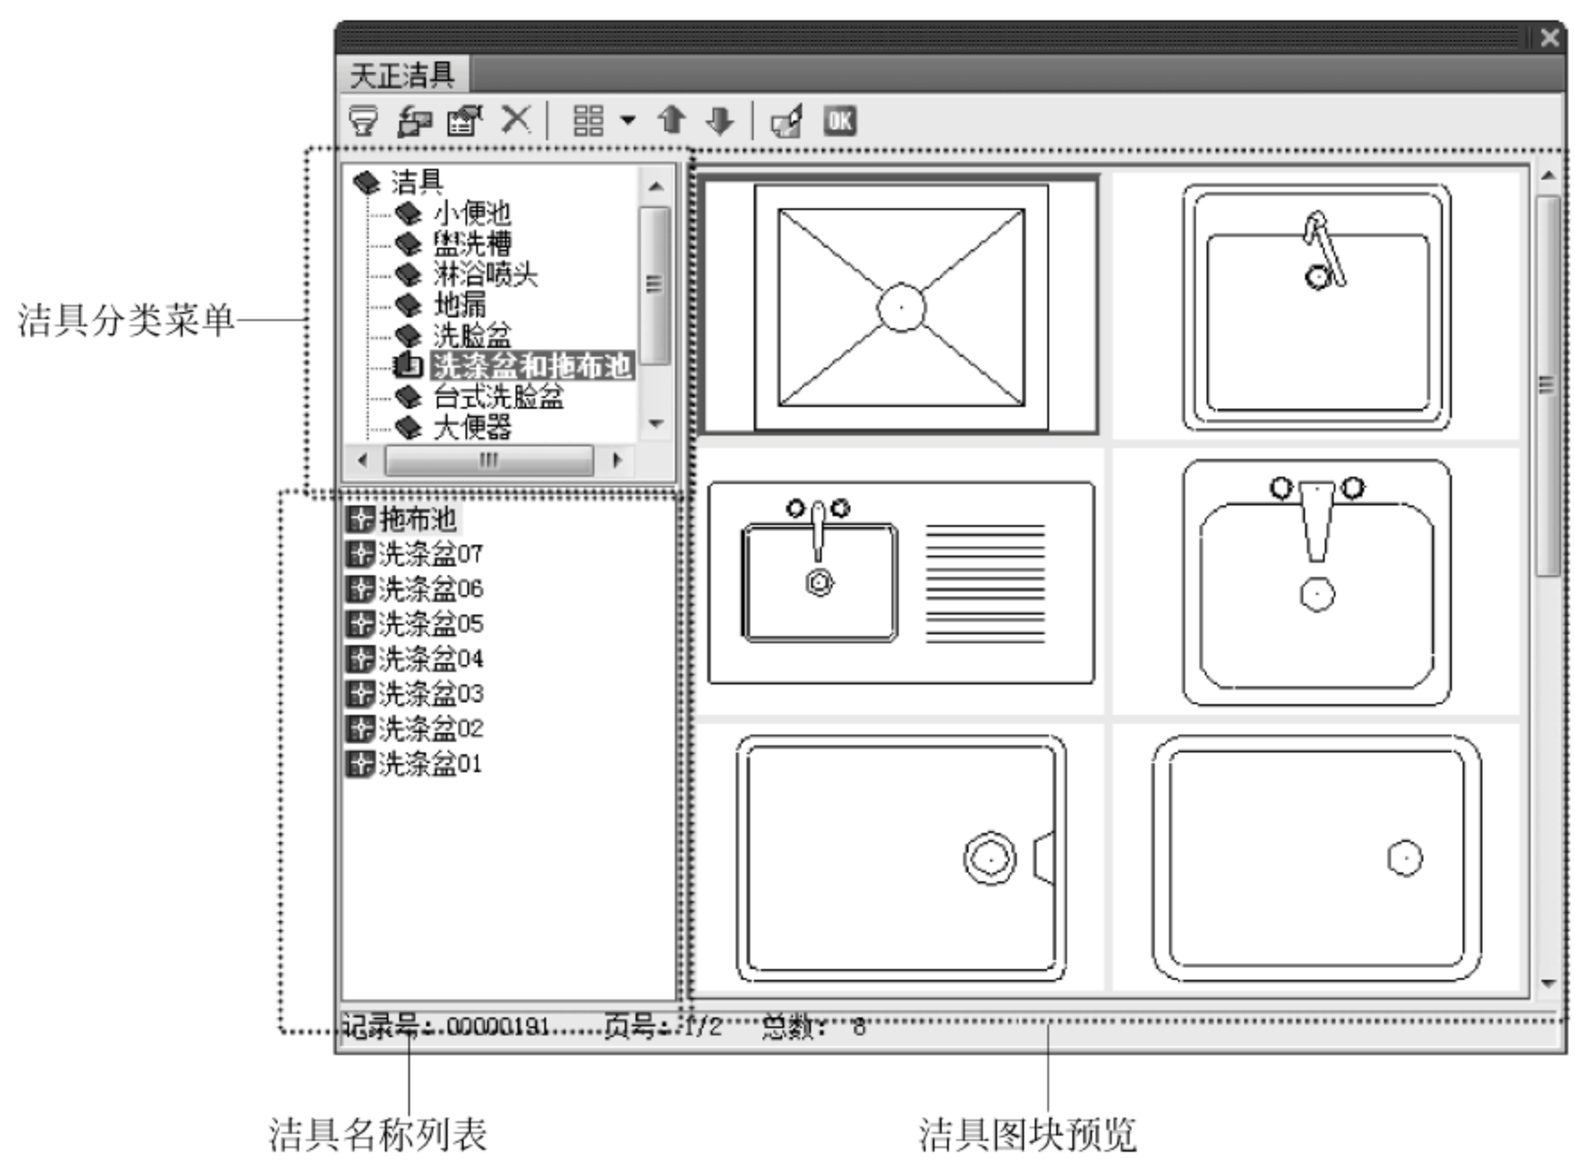

图 9-20 "天正洁具"对话框
单击菜单命令后,打开"天正洁具"对话框,如图 9-20 所示。
(1) 单击菜单中的“房间屋顶”→“房间布置”→“布置洁具”命令，打开“天正洁具”对话框，如图 9-20 所示。